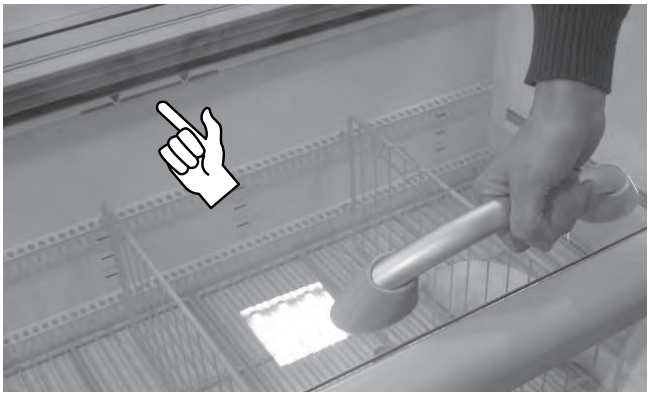

Fig. 15
- La merce non superi la linea di carico ("Fig. 15").